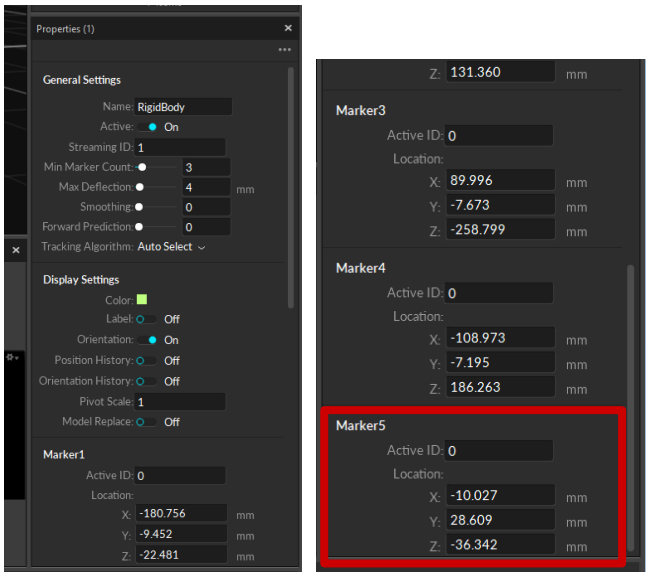

Figure 7. Finding the top center marker
7. While the rigid body is selected, in the properties pane, scroll down to see all the markers position. If you only have one marker on the handle, find that marker in the list since that one is positioned in the actual center of the drone, it should be the one with the largest and most positive Y position as shown in Figure 7.